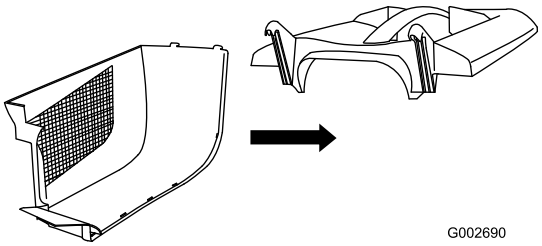

Рисунок 7
1. Задвиньте боковину в защелки в верхней части (Рисунок 7).